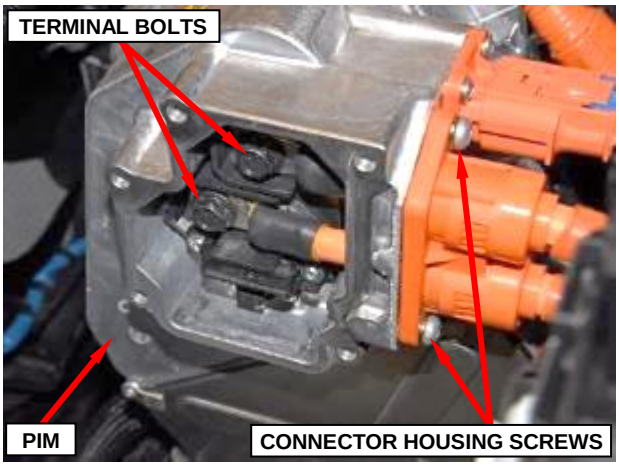

Figure 22 – High Voltage Battery Cables
43. Remove and save the high voltage battery cable terminal bolts (Figure 22).
44. Loosen the two captive screws securing the high voltage battery cable connector housing to the PIM (Figure 22).